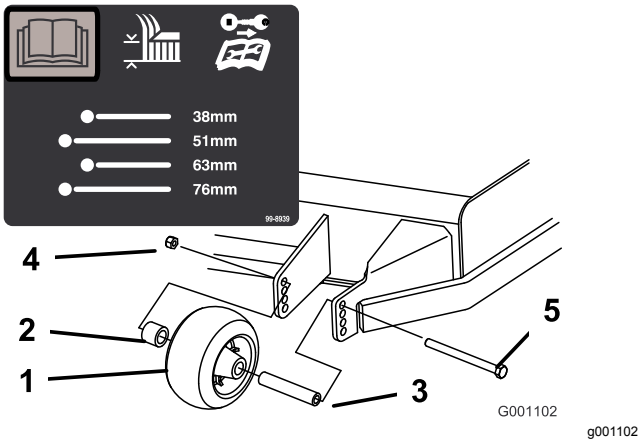
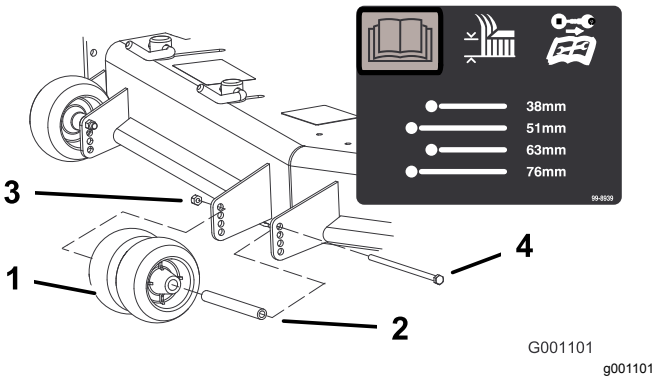
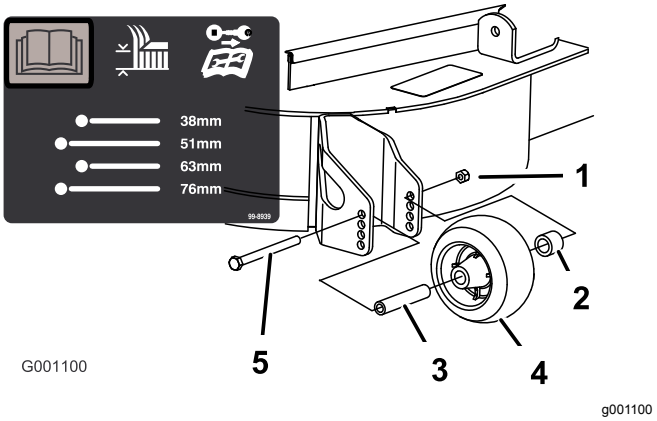

Rysunek 31
Rysunek 32
Rysunek 33
3. Po wyregulowaniu wysokości koszenia wyreguluj rolki, zdejmując nakrętkę wieńcową, tuleję, przekładkę i śrubę (Rysunek 31 , Rysunek 32 i Rysunek 33).
Informacja: Dwie środkowe rolki nie mają przekładki (Rysunek 32).
5. Zamontuj nakrętkę kołnierzową, tuleję, przekładkę i śrubę. Dokręć śrubę ostrza momentem od 54 do 61 N·m (Rysunek 31 , Rysunek 32 i Rysunek 33).